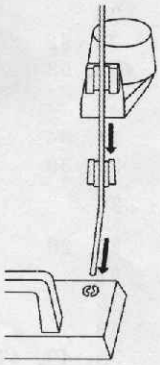

Fig. 3
3) Den Mast des Fadenführers am Schloss einsetzen und den Konenträger aufsetzen (Fig. 3).